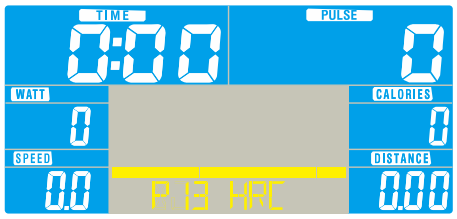

Рисунок 7
6. Режимы P13-P16 (режимы контроля частоты пульса) (Рисунок 7). Чтобы вернуться в главное меню из любого режима, нажмите на кнопку START/STOP и затем на кнопку RESET. Когда на дисплее загорится надпись «MANUAL» («РЕЖИМ РУЧНОЙ НАСТРОЙКИ»), поверните ручку UP(+)/DOWN(-), чтобы перейти в режим P13 «Контроль частоты пульса». Нажмите MODE для подтверждения выбора и затем поверните ручку UP(+)/DOWN(-), чтобы установить целевое значение ВРЕМЕНИ. Нажмите MODE для подтверждения выбора и затем установите значение ВОЗРАСТА (НАСТРОЙКА ВОЗРАСТА В РЕЖИМЕ КОНТРОЛЯ ЧАСТОТЫ ПУЛЬСА, диапазон настройки 10-99). Нажмите MODE еще раз для подтверждения выбора. Установите ЦЕЛЕВОЕ ЗНАЧЕНИЕ ЧАСТОТЫ ПУЛЬСА при помощи ручки UP(+)/DOWN(-), диапазон настройки: 0-50~220. После завершения настройки, нажмите на кнопку START/STOP, чтобы запустить программу тренировки и отсчет времени. Программу тренировки можно запустить при помощи кнопки START непосредственно после входа в режим контроля частоты пульса (P13-P16). После завершения обратного отсчета ВРЕМЕНИ вы услышите звуковой сигнал.